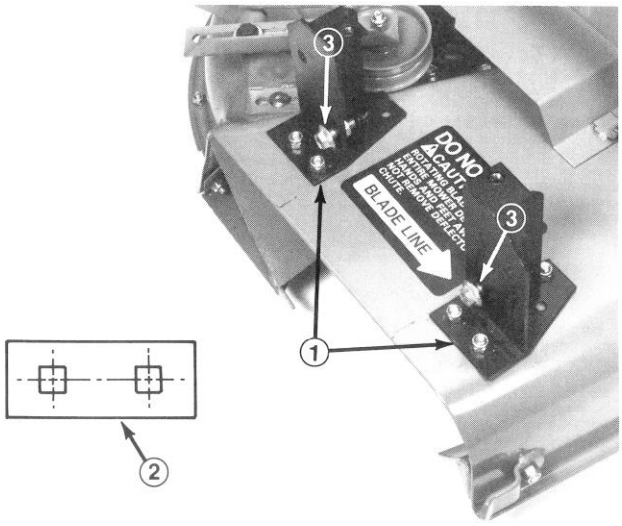

Figure 8
1. Position blower and mounting brackets on deck, aligning mounting holes with holes previously used for mounting grass deflector (Fig. 8). Figure shown with blower removed.
3. Remove (2) knobs and washers securing blower to mounting brackets. Remove blower.
4. Secure each bracket to deck with a bracket plate (Fig. 8, Inset), (2) 5/16-18 x 5/8" lg. carriage bolts and locknuts. Position bracket plates between bolt head and bottom side of deck.